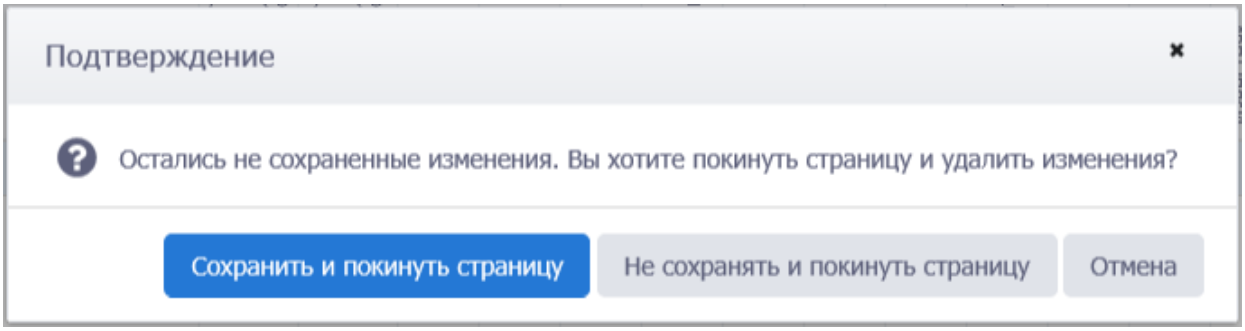

Рис. 2.5
- Автоматическое сохранение при переходе между вкладками. Если переключатель установлен на Выкл, то при переходе на другую вкладку будет появляться окно подтверждения сохранения данных (рис. 2.5). Если переключатель установлен на Вкл, изменения будут сохраняться автоматически без подтверждения.